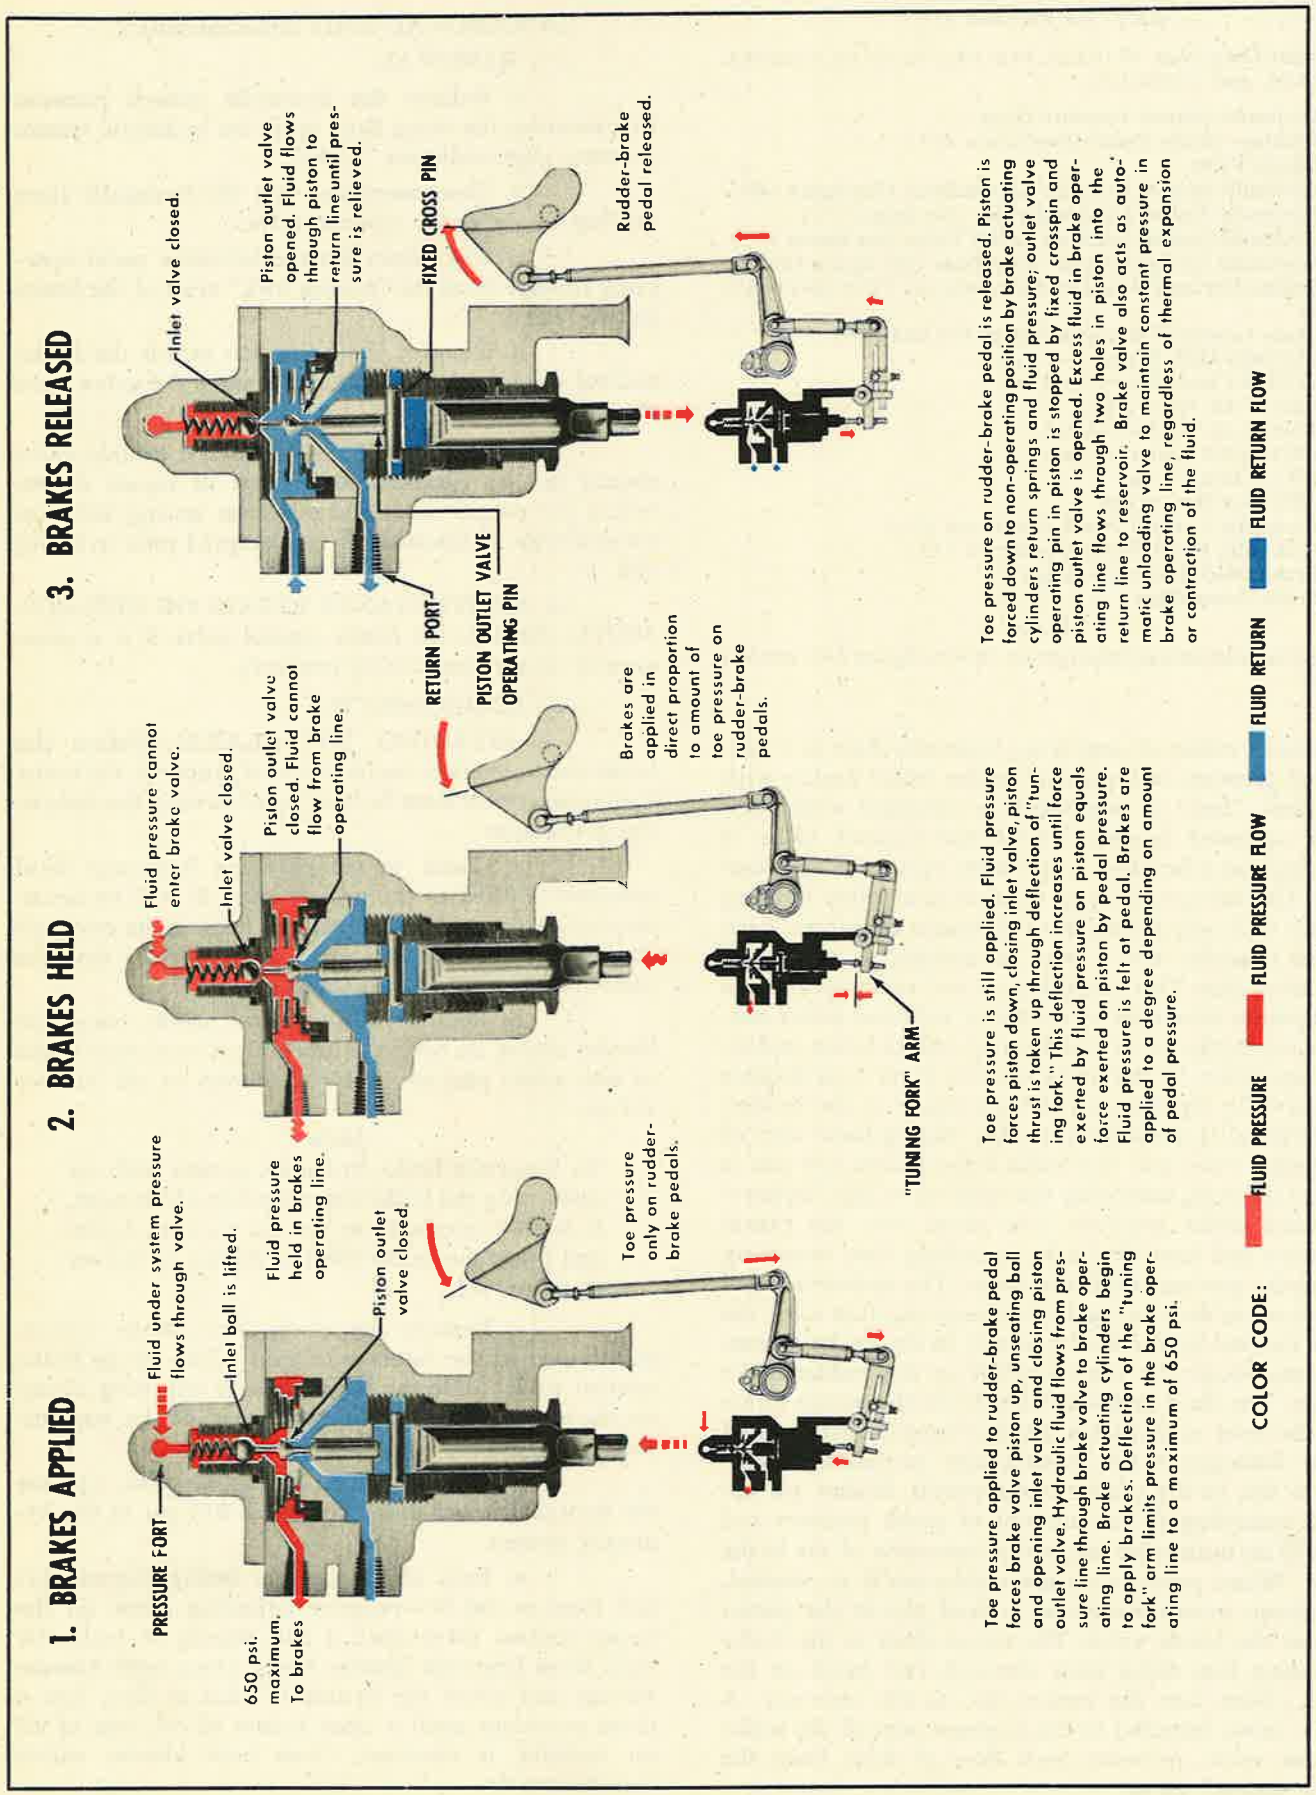

Figure 407—Operation of Brake Control Valve
9. Brake Control Valve (See figures 407 and 408)
provides a means of supplying hydraulic fluid at a controlled pressure and quantity to the wheel brakes with the same "feel" or sensitivity as obtained with manually operated brakes. The brake control valve is mounted on a bracket in the nose section of the fuselage. The valve consists of an aluminum-alloy housing (figure 409) which contains two piston chambers. Each piston chamber has a port to connect to the brake operating line. The pressure port and return port serve both piston chambers. A system of rods and levers connects the brake valve pistons and rudder-brake pedals. The operation of the brake control valve is as follows (figure 407): Application of toe pressure to the rudder-brake pedal is transmitted to the "tuning fork" arm of the brake valve and the brake valve piston and pin is moved upward, unseating the inlet valve ball. Hydraulic fluid under pressure then flows into the piston chamber and into the brake operating line, actuating the brake pistons and brake shoes. The hydraulic fluid continues to flow to the brake operating line until the force exerted by the fluid pressure in the brake operating line equals the force applied on the rudder-brake pedals. The fluid pressure then forces the piston down and the inlet valve ball is seated. Piston thrust is taken up by deflection of the "tuning fork" so that fluid pressure is felt at the rudder-brake pedals. Brakes are applied according to the amount of pedal pressure and there is no noticeable lag in this operation of the brake valve. When pressure on the rudder-pedal is released, the piston moves down and a fixed pin in the piston unseats the outlet valve. The excess fluid in the brake operating line flows back through two holes in the valve piston into the return line to the reservoir. A check valve, installed in the pressure port of the brake control valve, prevents back flow of fluid from the brake control valve.